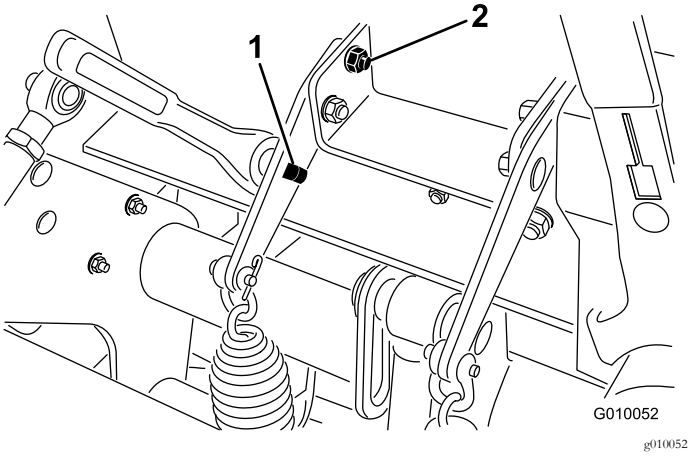

Figur 37
3. Sätt in en 1/2 tum spärrhake eller liknande i det fyrkantiga hålet i fjäderplattan (Figur 37).